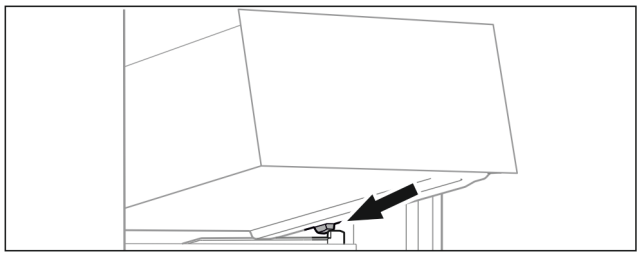

Fig. 139
▶ Place drawer at an angle behind the stoppers on the moulded rib. (see Fig. 139)